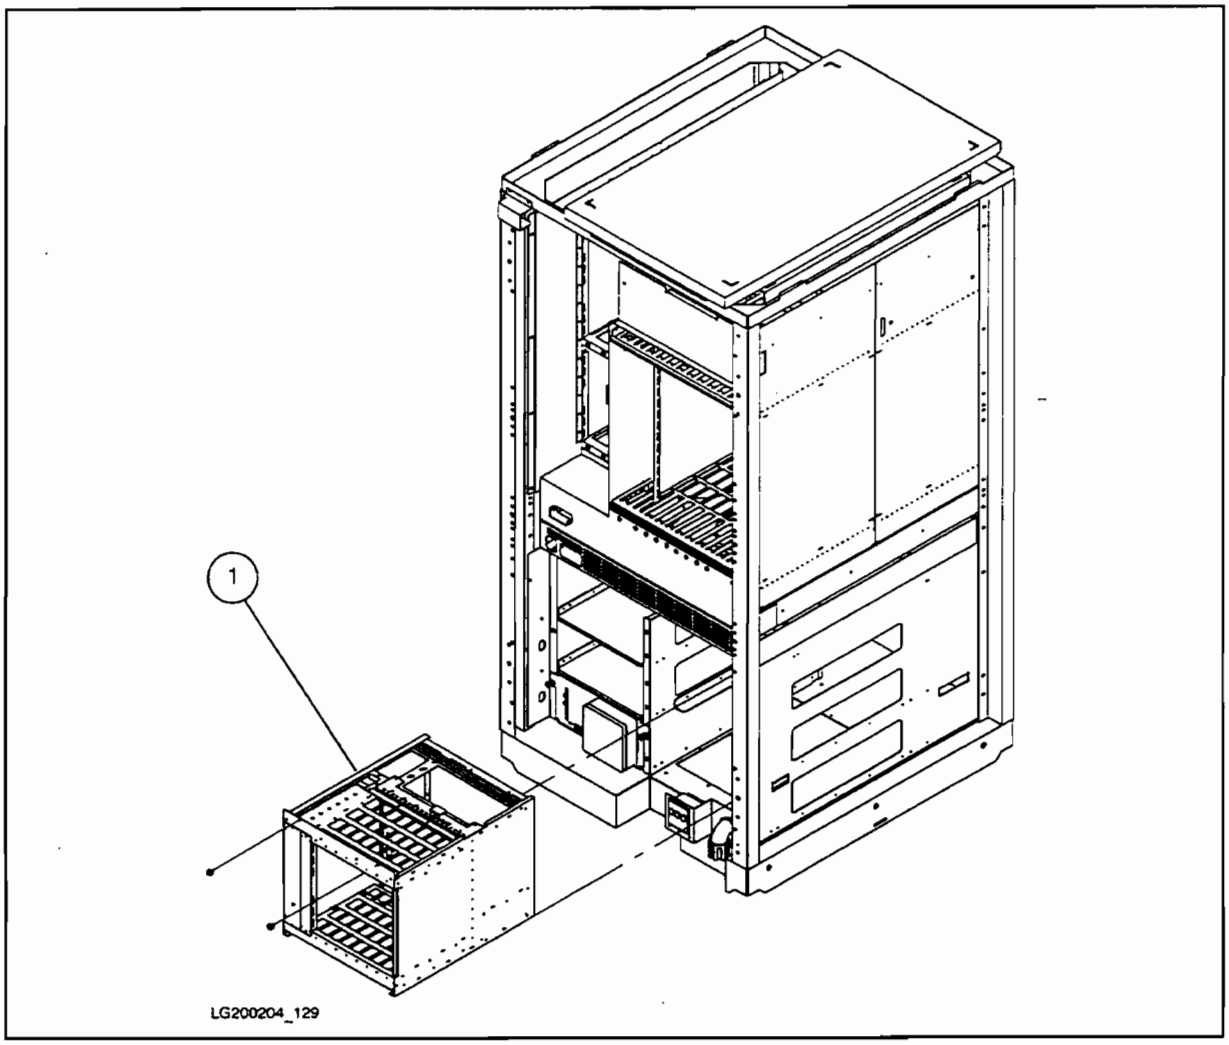

Figure 9-16. HP-PB I/O Cardcage
To remove the HP-PB I/O cardcage. see Figure 9-16:
6. From the front of the cabinet. push the cardcage (item 1 in Figure 9-16) toward the rear of the cabinet. Then pull the cardcage out from the back of the cabinet along its rails.